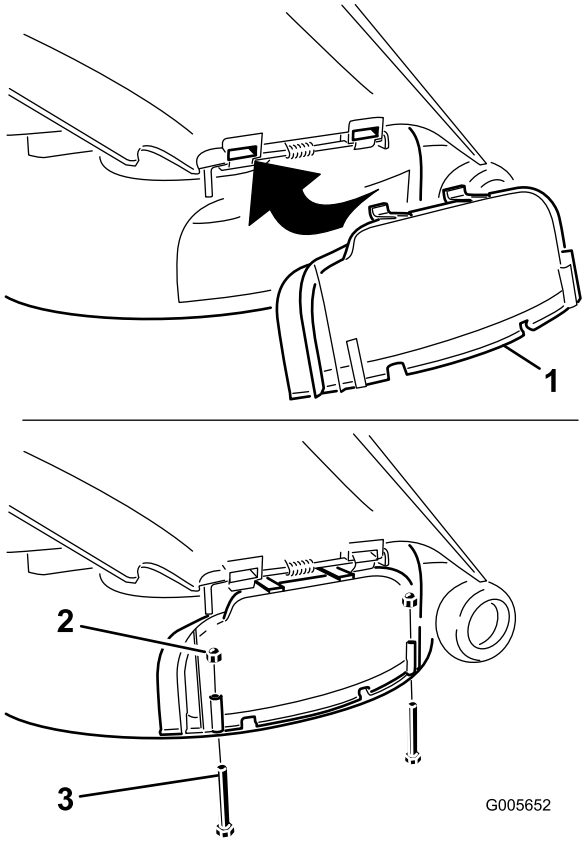

Figur 30
3. Lyft upp gräsriktaren och trä flikarna på ovansidan av utkastarluckan under gräsriktarens hållarstång. Vrid ner utkastarluckan över öppningen och på den undre kanten på klipparen (Figur 30).
4. Fäst utkastarluckan på den nedre kanten på klipparen med två skruvar (1/4 x 2 1/2 tum) och två hattmuttrar (1/4 tum) i enlighet med Figur 30.